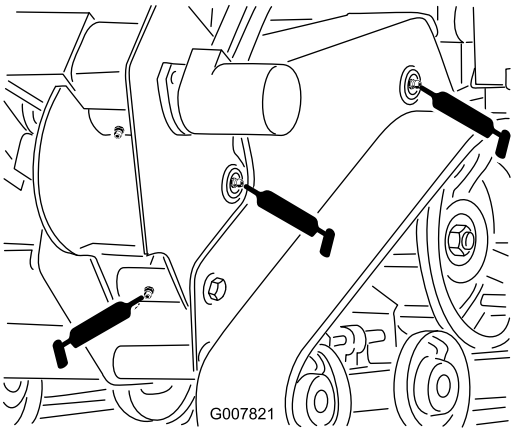
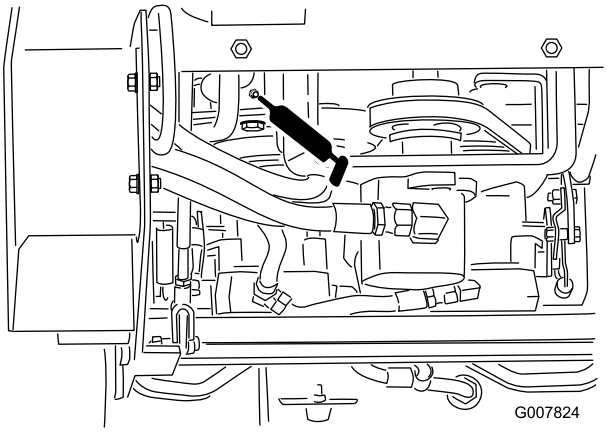

**Figur 27**
**Figur 30**
3. Sätt en smörjpistol på varje nippel (Figur 27 till Figur 30).